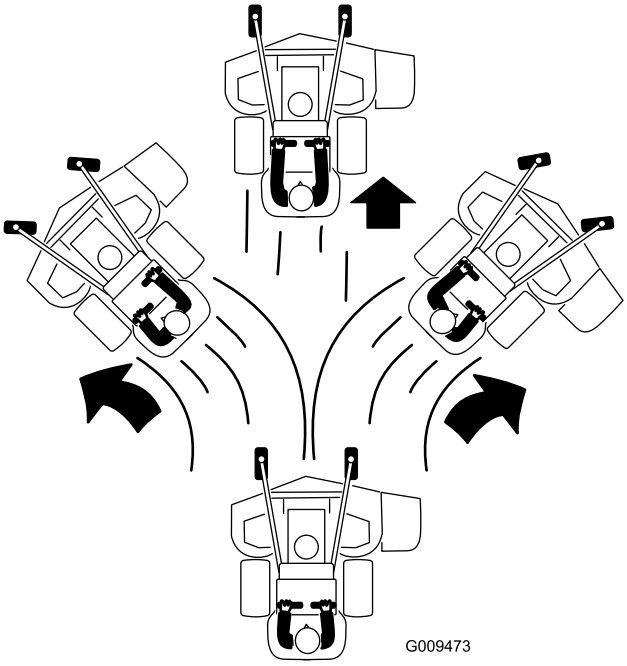

**Figuur 23**
4. Beweeg de rijhendels langzaam naar voren (Figuur 23).